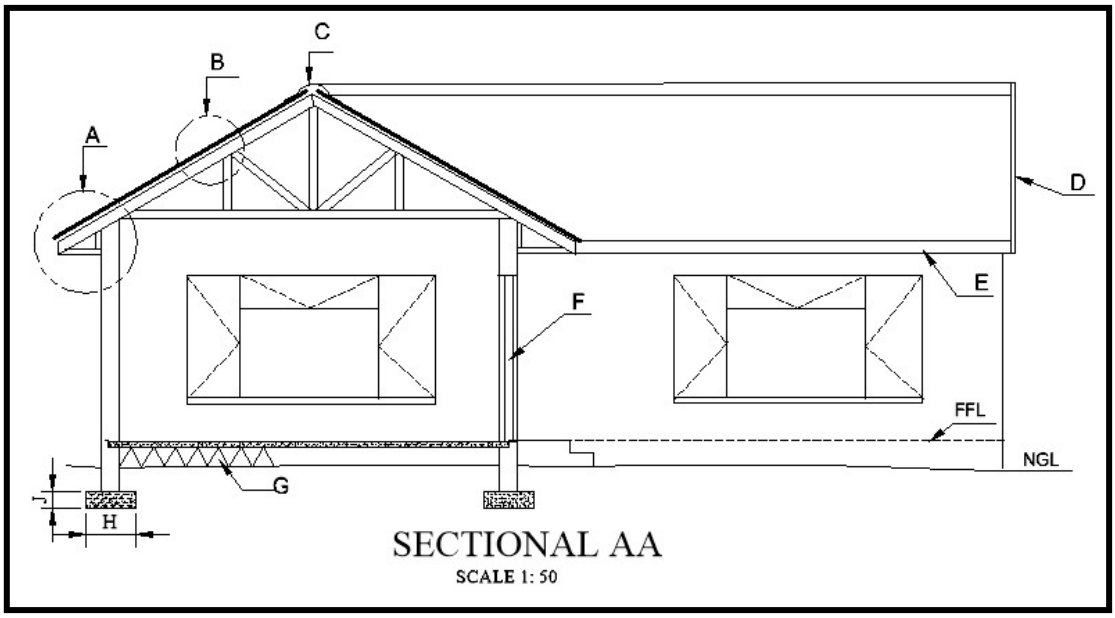
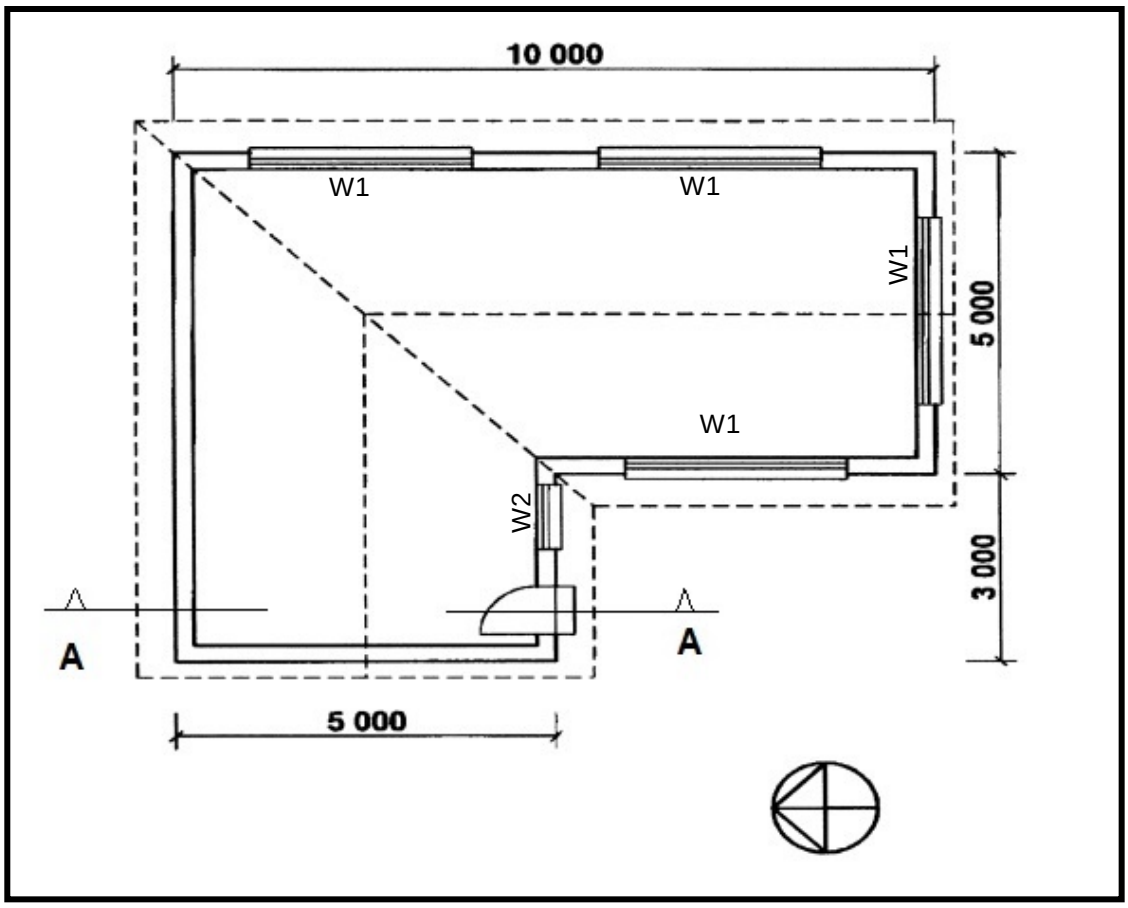

Figure 6.1
Figure 6.2
6.1 FIGURE 6.1 below shows the sectional view on cutting plane A–A of the incomplete floor plan shown in FIGURE 6.2 on the next page. Answer the questions that relate to the sectional drawing in the Answer Booklet.
6.2 FIGURE 6.2 on the next page shows the floor plan of a proposed building.
6.2.1 Develop and draw the SOUTH elevation of the building in FIGURE 6.2, in the Answer Booklet. Use a scale of 1 : 50. Use the specifications and the window schedule given below.